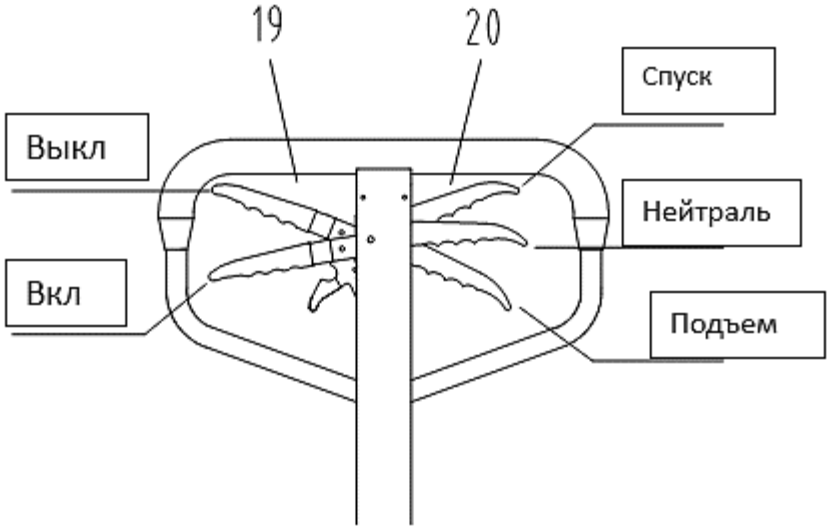

Рис.8
После завершения сборки переведите левую ручку ручки 19 в нерабочее положение, попробуйте раскачать ручку и поработайте с разными положениями правой ручки рукояти управления 20, проверьте, нормальны ли подъем, нейтраль и опускание, (См. Рис.8.)
поднята, (См. Рис.8)
- Если в этом момент вы качнете ручку, тележка не будет ни опускаться, ни подниматься. Вы можете использовать тележку для перемещения груза, см. рис.8.
- Если рукоятка 20 находится в положении опускания, вилы тележки опустятся. В этом случае вилы тележки опустятся автоматически, (См. Рис.8)